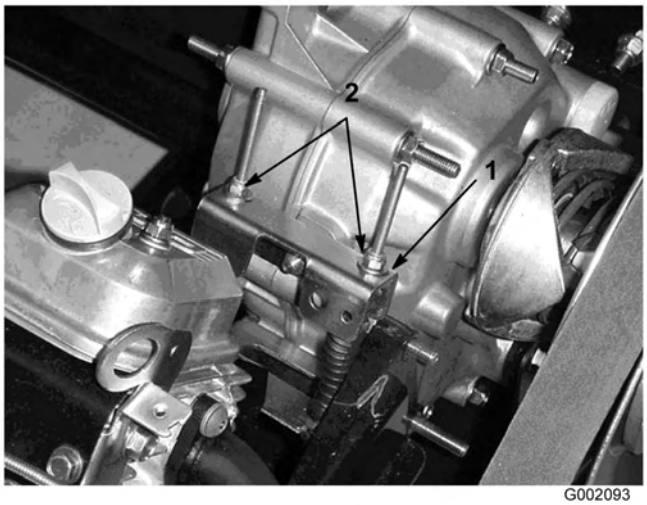

Figuur 40
Als u routine-onderhoudswerkzaamheden uitvoert en/of de motor test, moet u de transaxle in de neutraalstand zetten (Figuur 40). Het voertuig heeft een neutraalstand op de schakelhendel, waarmee u de transaxle in de neutraalstand kunt zetten. Om ervoor te zorgen dat de schakelhendel de transaxle naar behoren in de neutraalstand zet, moet u de volgende stappen uitvoeren:
2. Zet de beugel van de neutraalstand in de neutraalstand (horizontaal) door de aandrijfkoppeling te draaien (Figuur 40). Het voertuig mag niet naar voren en achteren rollen. Als dit wel gebeurt, moet u de beugel in de neutraalstand zetten.
3. Draai een van de borgmoeren (Figuur 40) aan totdat de kabel van het schakelmechanisme strak staat.